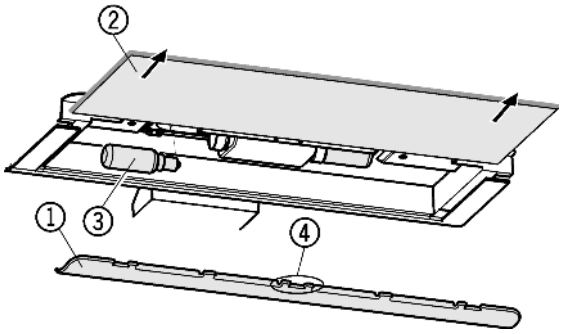

Fig. 19
- Снятие накладки *Fig. 19 (1)*: сзади возьмитесь пальцем за накладку и снимите её с фиксатора.
- Извлеките стеклянную полку *Fig. 19 (2)*.
- Лампу накаливания *Fig. 19 (3)* заменить.
- Установка накладки на место: защелкните справа и слева, следя за тем, чтобы средний крюк *Fig. 19 (4)* захватил стеклянную полку.